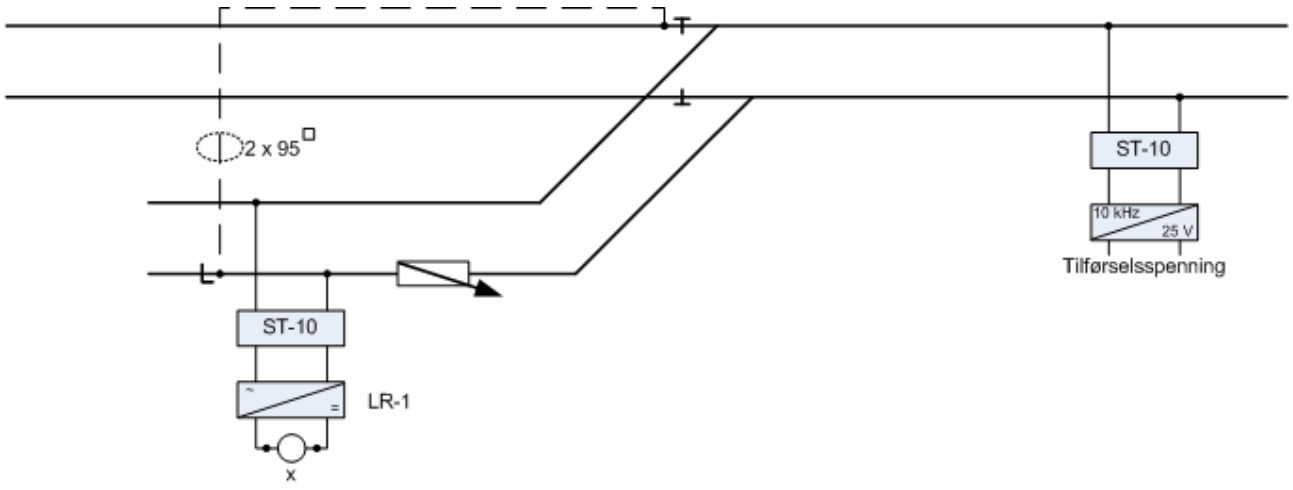

Figur 7.c.7 10 kHz sporfelt for sidespor (x-felt)
a) 10 kHz sporfelt for sidespor skal være utført i henhold til prinsippene vist i figur 7.c.7.